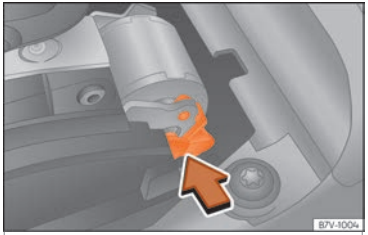

Fig. 53 Manual release of gear selector lever
- Press the release lever ››› Fig. 53 in the direction of the arrow and hold it in this position.